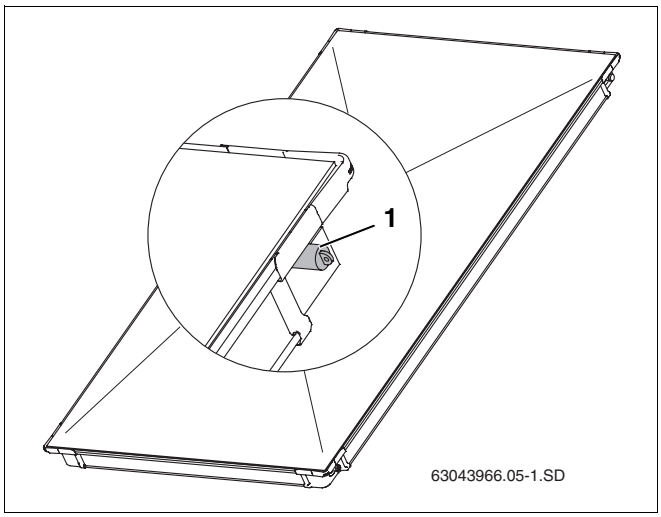

Abb. 5 Kunststoffkappen auf Kollektoranschlüssen
- Entfernen Sie die Gummikappen (Abb. 5, **Pos. 1**) erst direkt vor der Montage.